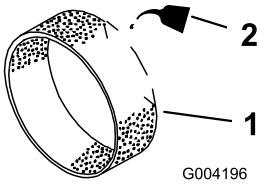

Figuur 15
3. Giet 30 tot 60 ml olie op het groffilterelement (Figuur 15).